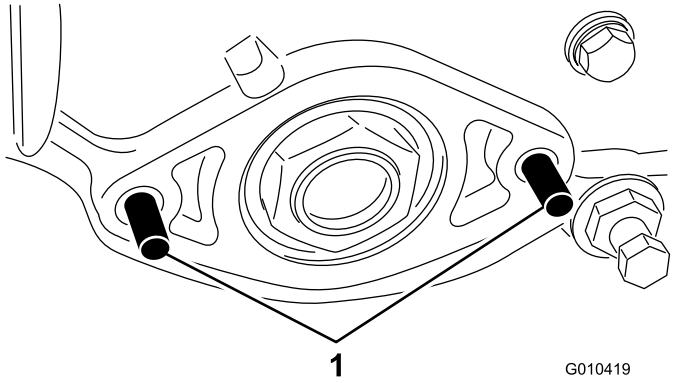

Figur 4
7. Monter to bolte (M8) gennem venstre sideplade som vist i Figur 4.